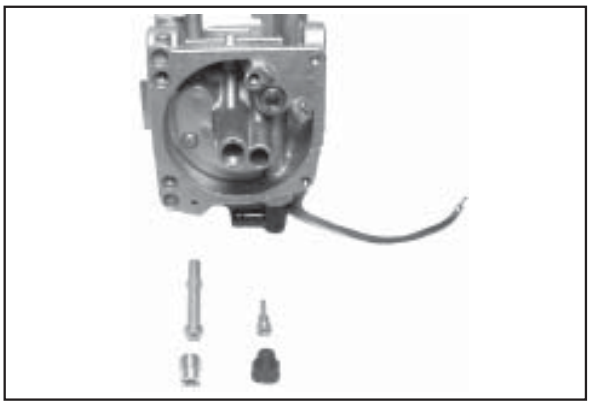

Figure 5-19. Main Jet and Slow Jet Removed.
3. Remove and discard the round plug from the bottom of the slow jet tower of the carburetor body. Use an appropriate size flat screwdriver, and carefully remove the slow and main jets from the carburetor. After the main jet has been removed, the main nozzle can be taken out through the bottom of the main tower. Save the parts for cleaning and reuse. See Figure 5-19.